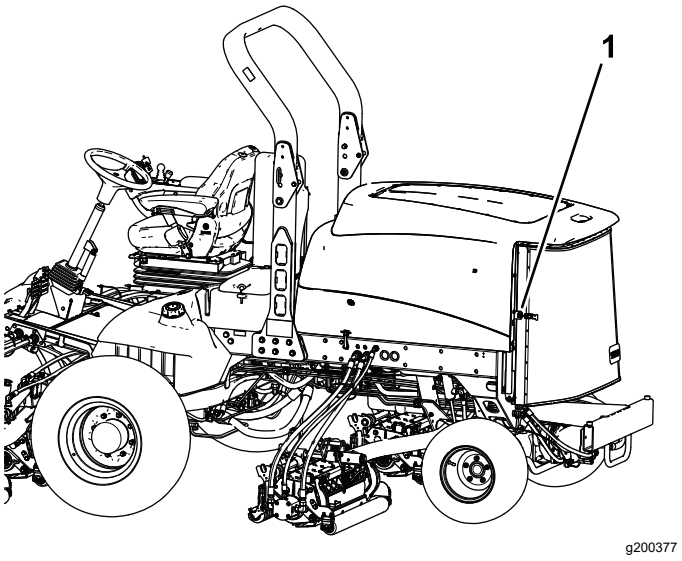

**Рисунок 113**
2. Откройте защелку и откиньте заднюю решетку (Рисунок 113).